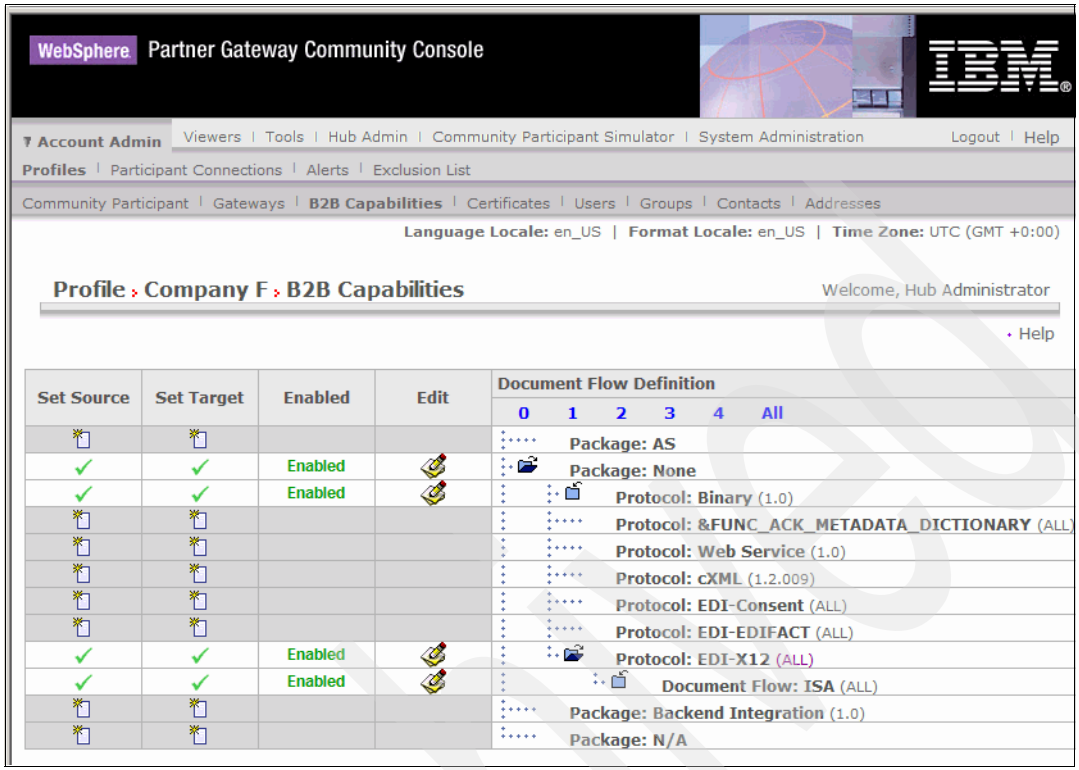

Figure 12-35 Company F new B2B capabilities
7. Next, expand the folder next to **Protocol: EDI-X12**, and click **Set Source** and **Set Target** check boxes for **Document Flow: ISA**. Our B2B capabilities screen should look like Figure 12-35 on page 387.